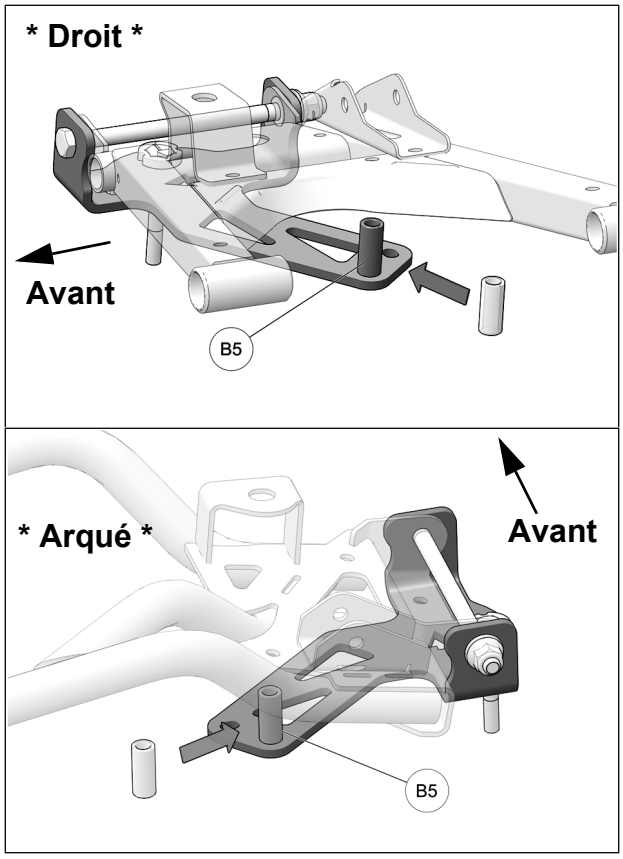

Fig. 8
8. Positionner la douille espaceur (**B5**) entre l'ancrage et le bras de suspension inférieur. Aligner la douille avec un des 2 trous à l'arrière de l'ancrage et le trou déja existant dans le bras de suspension. Voir la Fig. 8